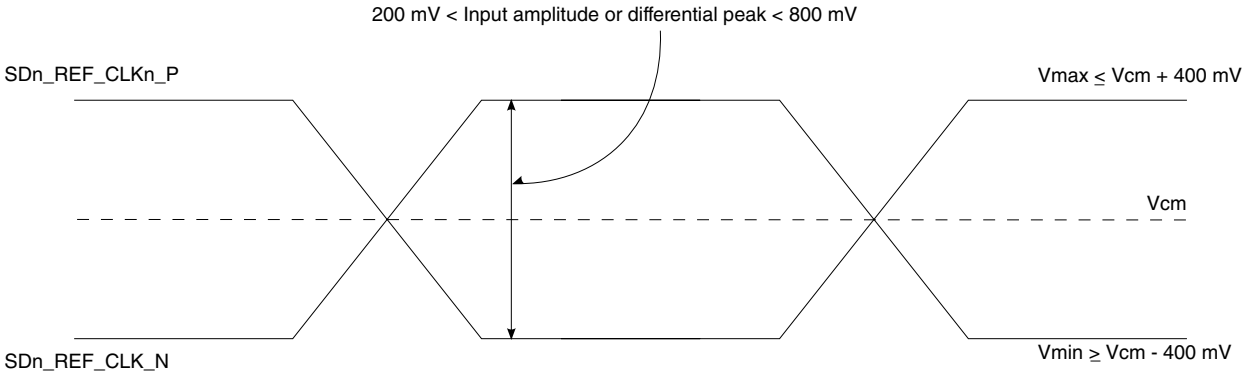

Figure 38. Differential reference clock input DC requirements (external AC-coupled)
- For an external AC-coupled connection, there is no common mode voltage requirement for the clock driver. Because the external AC-coupling capacitor blocks the DC level, the clock driver and the SerDes reference clock receiver operate in different common mode voltages. The SerDes reference clock receiver in this connection scheme has its common mode voltage set to GND. Each signal wire of the differential inputs is allowed to swing below and above the common mode voltage (GND). Figure 38. on page 117 shows the SerDes reference clock input requirement for AC-coupled connection scheme.